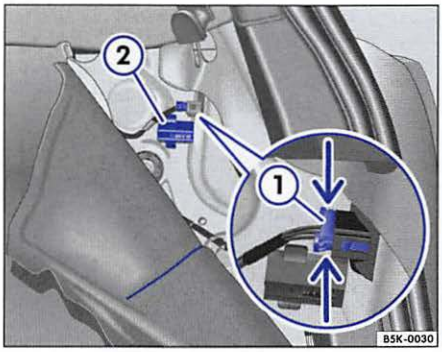

Fig. 174 To the side in the luggage compartment: Removing the taillight. ① Pulling off connector, ② Securing screw.
3.	Reach into the opening of the side interior trim of the luggage compartment (slot ⇒ fig. 174) and pull the trim forward.
4.	Squeeze the release of the connector ⇒ fig. 174 ① together in the direction of the arrows and pull the connector off.
5.	Unscrew the securing screw by hand ⇒ fig. 174 ②.
12.	Hold the taillight with one hand in the installation position and with the other hand, tighten the securing screw ⇒ fig. 174 ②.
14.	Attach the connector ⇒ fig. 174 ① to the bulb holder.